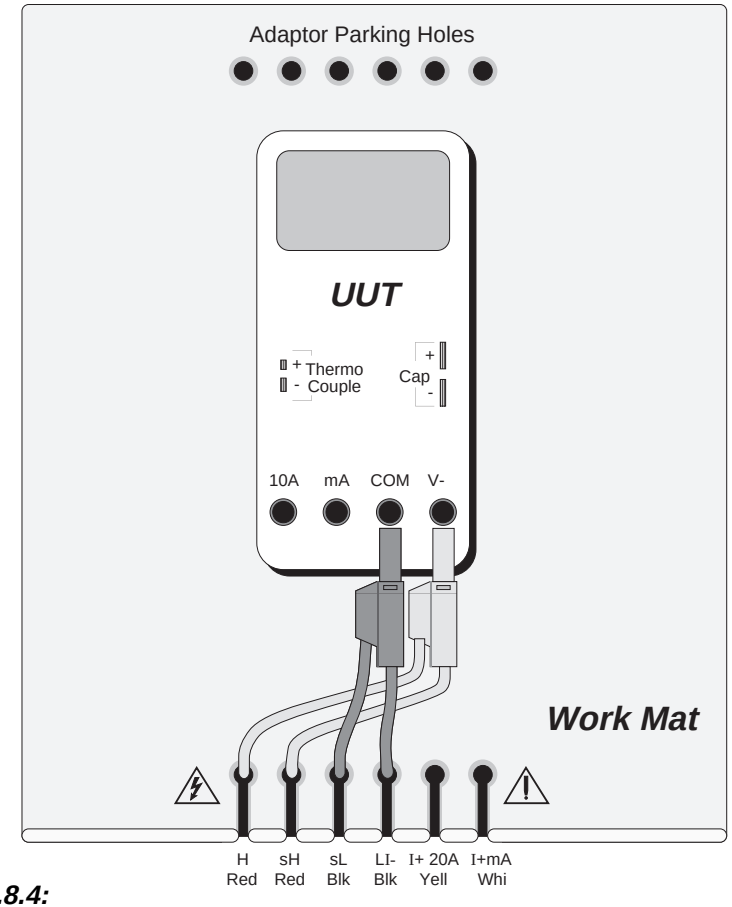

Fig. 4.8.4:
The general connection scheme for UUT calibration is illustrated in *Fig. 4.8.4*. The use of either 4-wire remote sensing at the UUT terminals, or 2-wire local sensing at the 9100 terminals, is served by the same connections from the 9105 at the work mat. Selection of 2/4-wire is carried out on the 9100 front panel.
1. **Connections** — Connect the 9100 to the UUT as shown in *Fig. 4.8.4*, and ensure that both instruments are powered ON and warmed up.